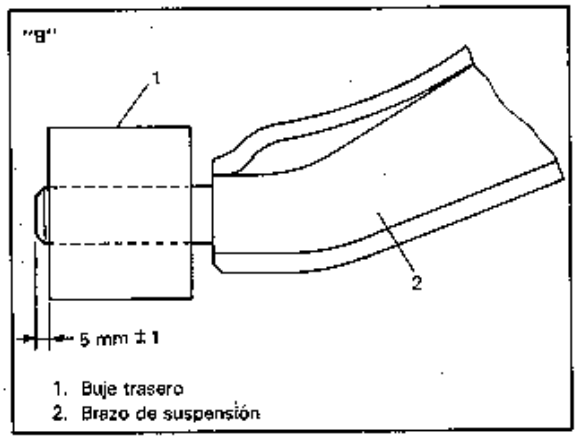

Fig. 3D-5-7
3) Fije la ménsula del brazo de suspensión al brazo de suspensión en la dirección mostrada en la Fig. 3D-5-9 y apriete ligeramente con la mano la tuerca de ménsula y luego instale la ménsula de brazo de suspensión a la carrocería del coche. En este punto, apriete el perno de la ménsula sólo ligeramente con la mano.